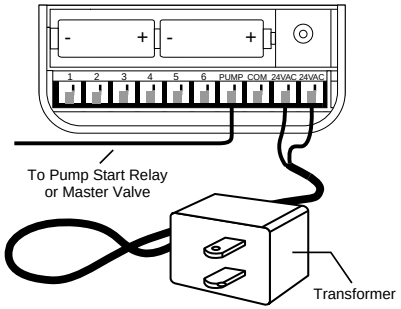

FIGURE 20: Connecting Pump Start, Master Valve and Transformer
- Plug in the transformer **[See Figure 20].**